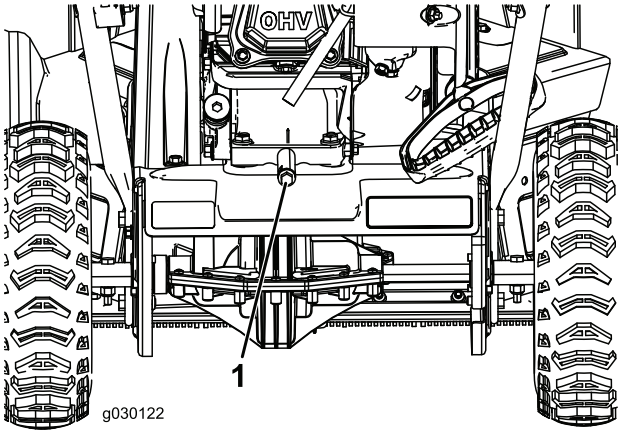

Figur 19
2. Placera ett kärl under oljepluggen och skruva sedan ur oljepluggen och luta maskinen bakåt innan du tömmer ut den använda oljan i kärlet (Figur 19).